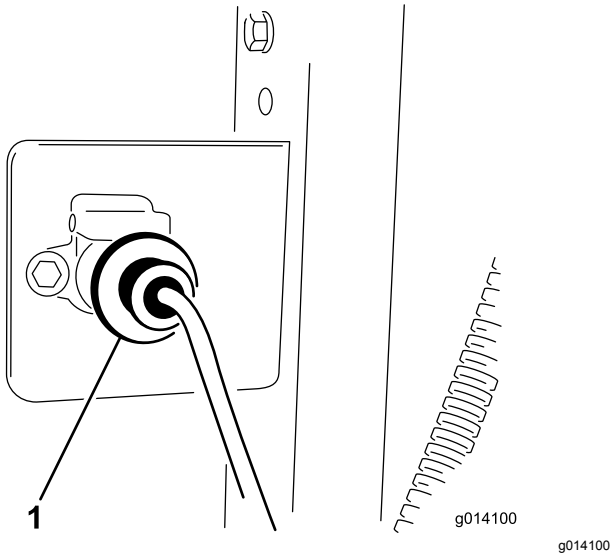

Figur 10
3. Fastgør ledningsnettets sokkel til beslaget med to bolte (¼" x 1") og møtrikker (Figur 10).
5. Fastgør basisenhedens ledningsnet til bugseringskøretøjets ledningsnet (Figur 10). Stikket er placeret sammen med hydraulikslangen, der er fastgjort på bugseringskøretøjet.